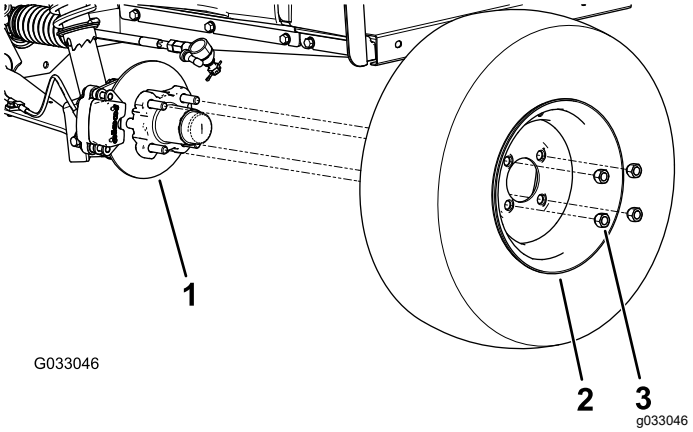

Figuur 29
2. Verwijder de 4 wielmoeren waarmee het wiel aan de naaf bevestigd is (Figuur 29).
4. Lijn de openingen in het wiel uit met de bouten van de naaf en monteer het wiel op de naaf met het ventiel naar buiten gericht (Figuur 29).
5. Bevestig het wiel aan de naaf met de wielmoeren (Figuur 29).